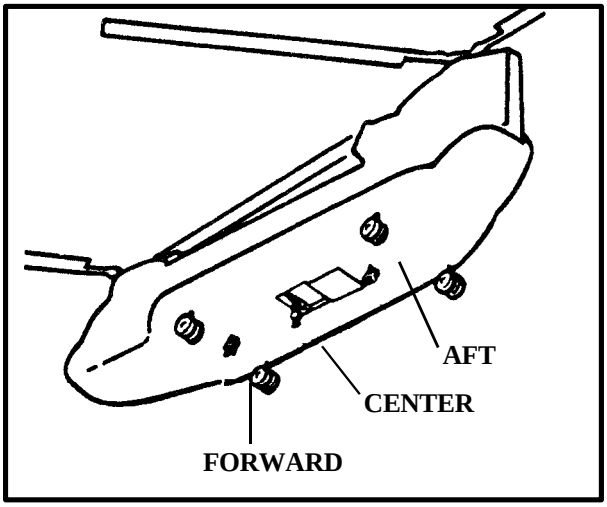

*Figure 2-13. H-47 Cargo Hook Locations*
**(1)** The H-47's center cargo hook and two additional cargo hooks (Figure 2-13) increase sling load capacity and stability. The two additional cargo hooks, designated as the forward and aft cargo hooks, are bolted to the bottom of the aircraft about 6 1/2 feet fore and aft of the center (main) cargo hook.